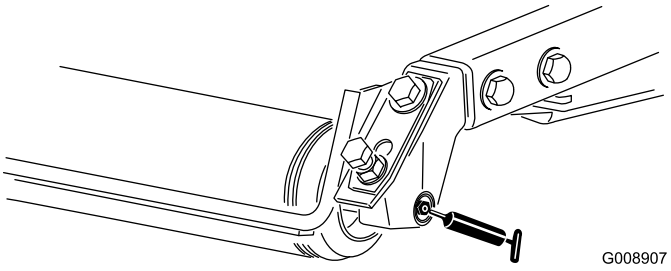

Figur 38
- Bakre rullens lager (2 per klippenhet) (Figur 38)